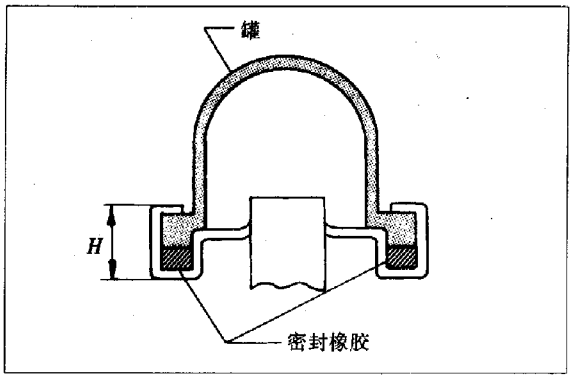

图 3-2-17
(5)见图 3-2-17,确保边缘完全夹紧。标准高度“*H*”:8.0~8.4mm。